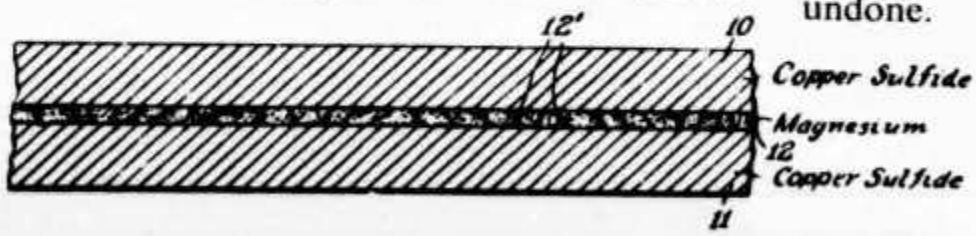

Fig. 4—Final design employs the same principles as fig. 1 in a third arrangement.
Fig 4. Waveforms at the collectors of the squarer transistors with the pll in locked condition. I.F. signal at the top, and vfo signal at the bottom of the picture. Scale: 2V/div, 0·2μs/dvi
Lilienfeld's third patent application[3] describes a final model of the device (fig. 4): an amplifier consisting of a thin ("200 $\mu\mu$") layer (12) of magnesium "or aluminum, tungsten, tantalum, etc." sandwiched between two heavier layers (10) and (11) of copper sulfide "or copper bisulfide, silver sulfide, lead peroxide, magnesium sulfide, etc." The thinness of (12) assures that pores are left, (12′), so that the material from (10) and (11) will fill them, bridging (12) with the metallic compound to "offer passageways between the said outer layers for the flow of electric current therebetween." These passageways are equivalent, electrically, to the thin portions of semiconductor provided on the surface of earlier designs.
[3] Patent No. 1,877,140. Filed Dec. 8, 1928, dated Sept. 13, 1932. Figure 4 is from this patent.